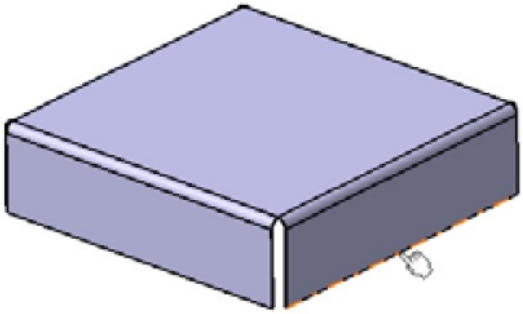

Figure 15-163 *Selecting the edge for creating the wall on the flange*
d. Create walls on the flanges, refer to Figures 15-163 through 15-166.
2. Select an edge of the flange, as shown in Figure 15-163.